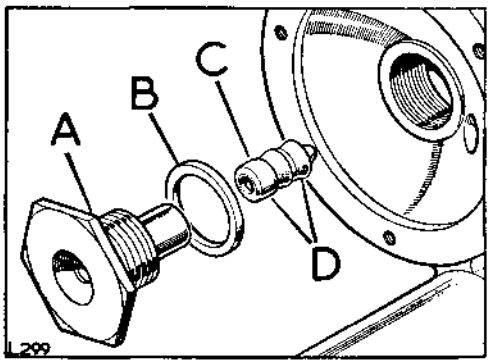

**Fig. H1-116. Hydraulic plunger**
13. Fit the seals to the hydraulic plunger, with the seal lips towards the cone end of the plunger. See Fig. H1-116.
14. Insert the hydraulic plunger, cone end last, into its housing. Fit the 'O' ring seal to the housing and screw the assembly into the centre of the reaction diaphragm housing. See Fig. H1-116.